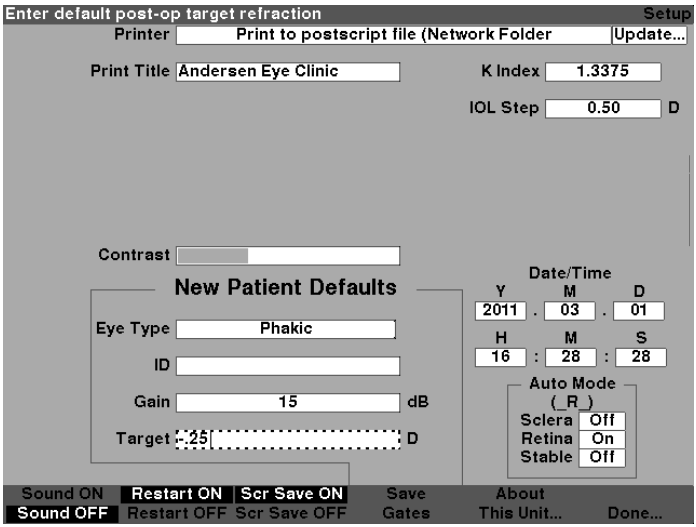

Figure 5-53 Adjusting the Target
3. With the Target field active, rotate the knob until you reach the appropriate value or enter the target number on the keyboard as shown in figure 5-53.